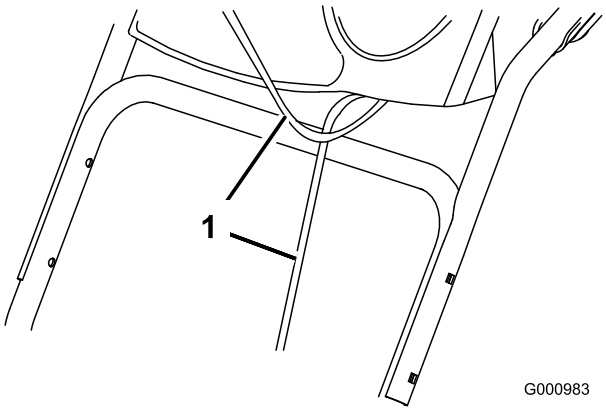

Figur 3
1. Lyft upp och vrid det övre handtaget, och sätt det över det undre handtaget (Figur 3).